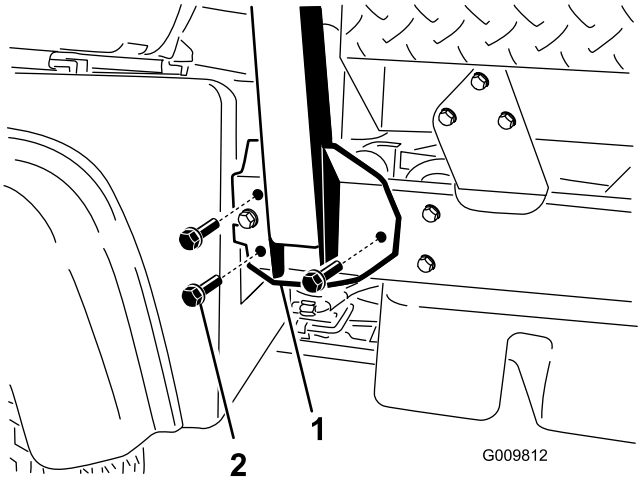

Figur 4
2. Ret hver side af styrtbøjlen ind efter monteringshullerne på hver side af stellet på maskinen, som vist i Figur 4.